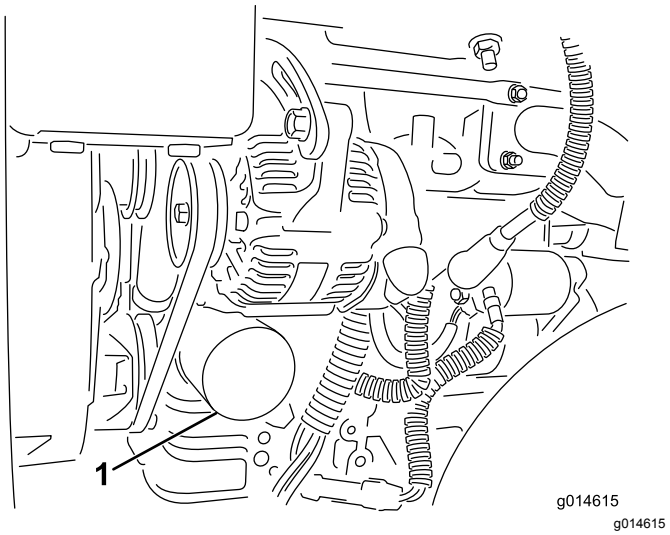

Figur 47
2. Avlägsna oljefiltret (Figur 47). Stryk på ett tunt lager ren olja på den nya filterpackningen.